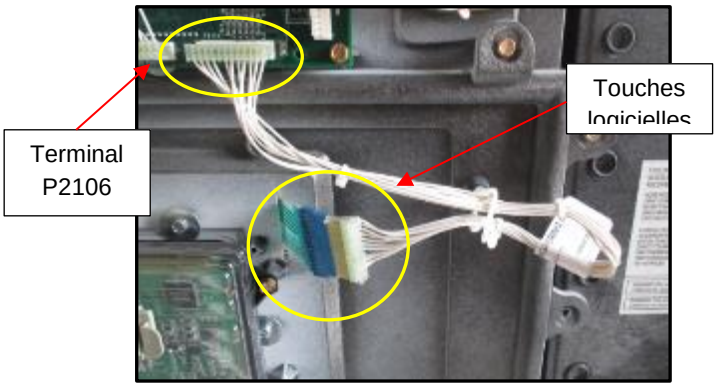

Fig 1.8 – Emplacement de l'assemblage du câble Softkey
10. Débranchez l'ensemble de câbles Softkey des Softkeys et du nœud de porte à la position du terminal P2106 (le cas échéant). (Fig. 1.8)